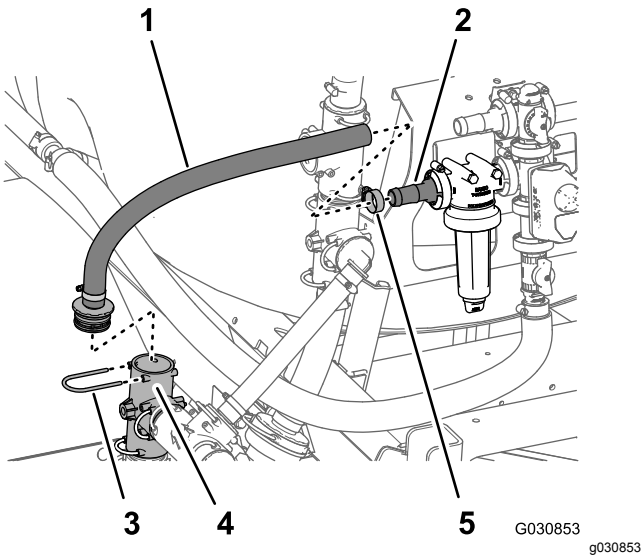

Figur 104
1. Monter muffen til den rette koblingen med mothaker på enden av forsyningsslangen (1 x 23-1/8 tomme) i T-stykket på utgangsporten for sprederpumpen (Figur 104) med holderen
2. Monter forsyningsslangen (1 x 23-1/8 tomme) med den rette koblingen med mothaker på den rette koblingen med mothaker i filterhodet (Figur 104).